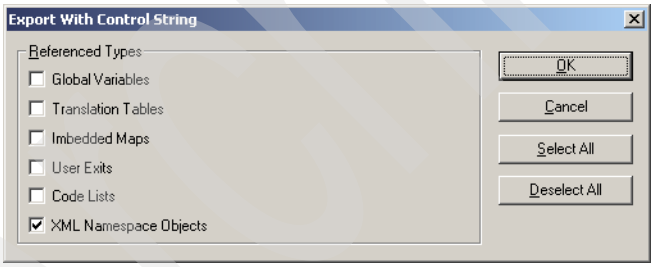

Figure 15-57 Enable namespaces
9. Because our map employs an XML namespace that was created in the Data Interchange Services client when originally importing the XML schema, select **XML Namespace Objects**. Click **OK** (Figure 15-57).